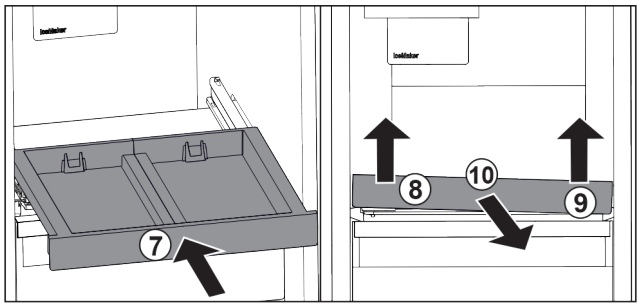

Fig. 141
- ▶ Inserați raftul extractibil. *Fig. 141 (7)*
- ▶ Ridicați raftul extractibil din față stânga. *Fig. 141 (8)*
- ▶ Ridicați raftul extractibil din față dreapta. *Fig. 141 (9)*
▶ Extrageți raftul extractibil spre înainte. *Fig. 141 (10)*